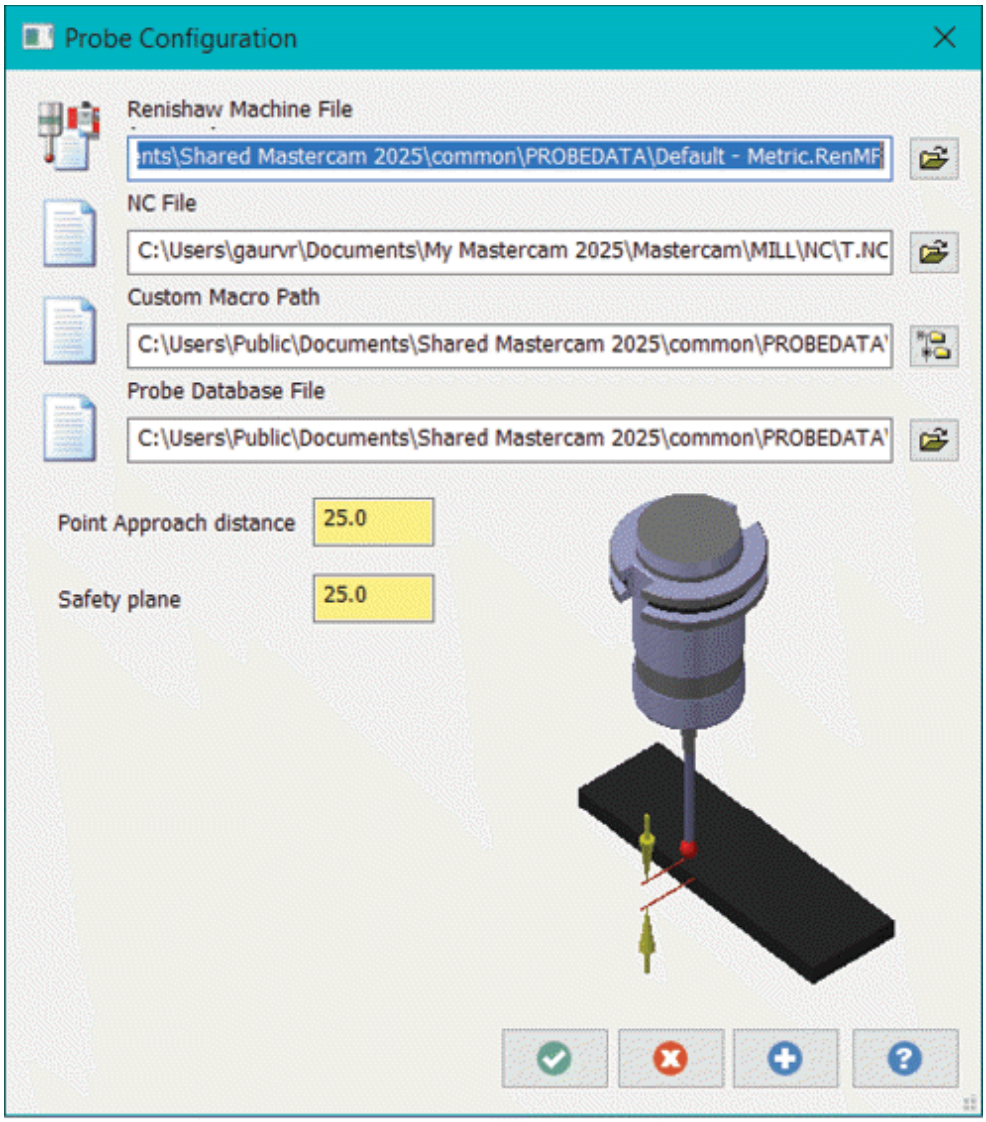

Figure-5. Probe Configuration dialog box
- Click on the **Configure** button from the **Probing Dialog**. The **Probe Configuration** dialog box will be displayed; refer to Figure-5.